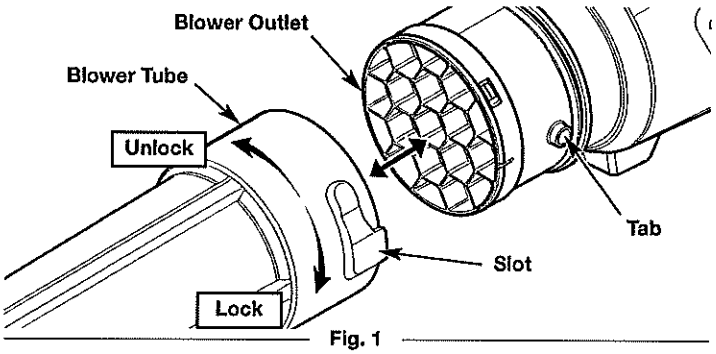

Fig. 1
2. Align the slot on the blower tube with the tab on the blower outlet (Fig. 1).
4. Hold the handle firmly for leverage. Turn the blower tube clockwise until it locks into place (Fig. 1).
2. Hold the handle firmly for leverage. Turn the blower tube counterclockwise to unlock it from the blower outlet (Fig. 1).